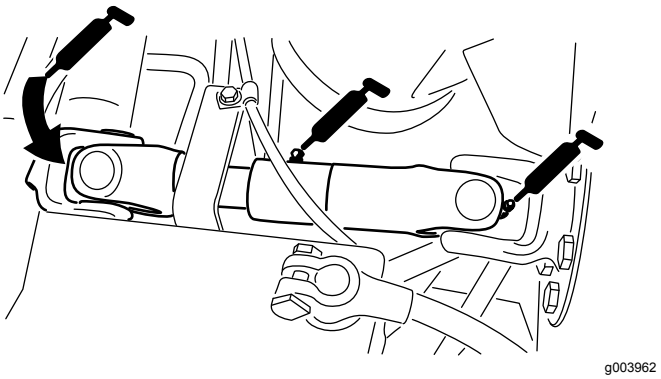

Figure 43
- Joint de cardan d'arbre d'entraînement de pompe (3) (Figure 43)